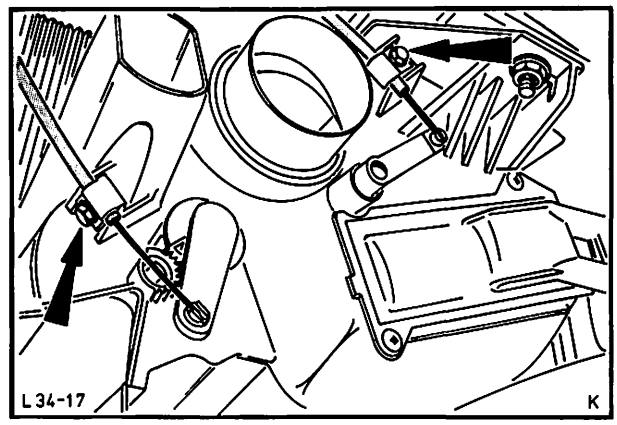

Abb. 26 Bowdenzüge vom Heizungsgehäuse abbauen
11. Bowdenzüge vom Heizungsgehäuse abschrauben (2 Befestigungsschellen) und von den Betätigungshebeln der Temperaturregulierklappe und Verteilerklappe aushängen. Abb. 26.